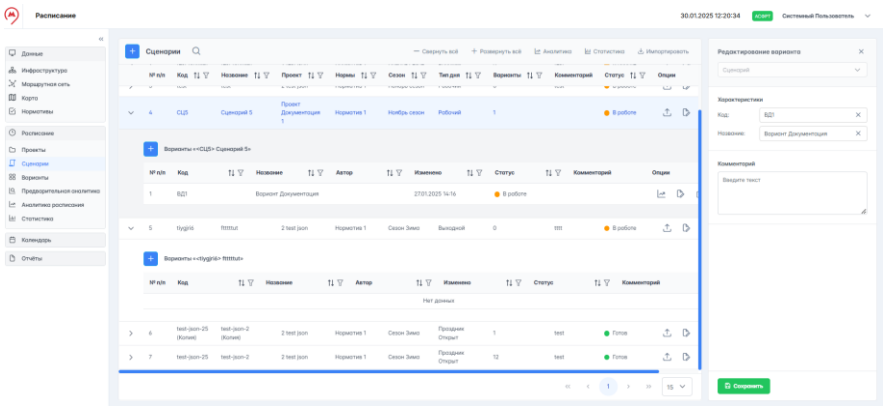

Рисунок 191 – Редактирование варианта
2. В таблице данных блока вариантов текущего сценария в столбце "Опции" нажать на , справа откроется окно редактирования варианта (рисунок 191).